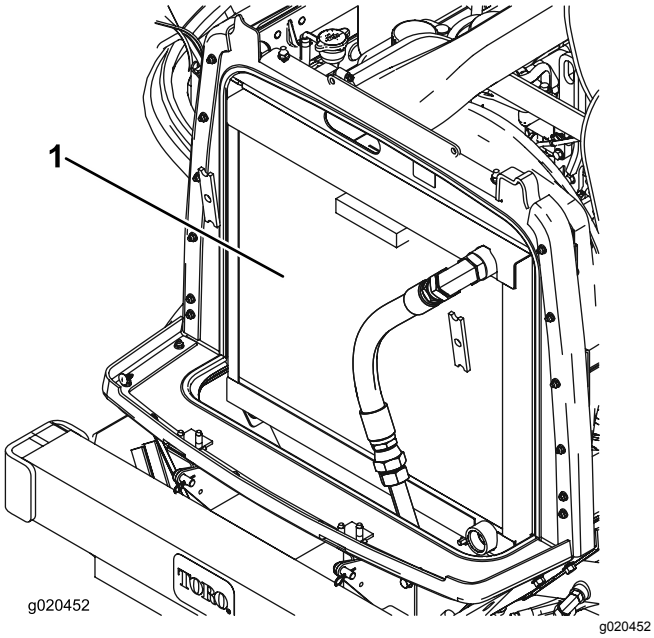

Figur 92
2. Rengör på båda sidor om kylaren/oljekylaren (Figur 92) ordentligt med tryckluft. Börja från fläktsidan och blås skräpet bakåt. Rengör sedan bakifrån och blås framåt. Upprepa detta flera gånger tills alla beläggningar och allt skräp är borta.